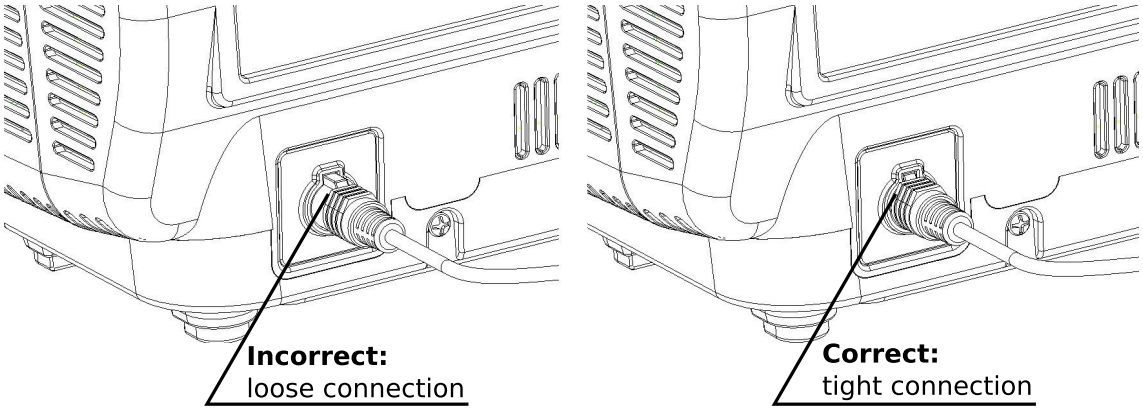

Figure 4.1: Connecting the DC output plug
5. Secure the DC output plug into the power supply socket on the ultrasound system. The LED **POR** will be illuminated. Refer to the illustration in **Figure 4.1** for proper connection.